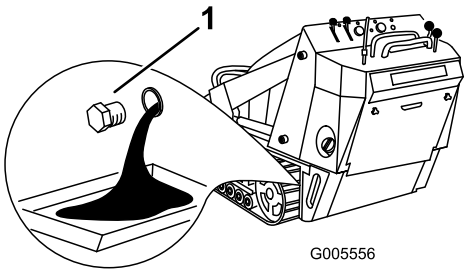

Figuur 31
4. Verwijder de aftapplug (Figuur 31).